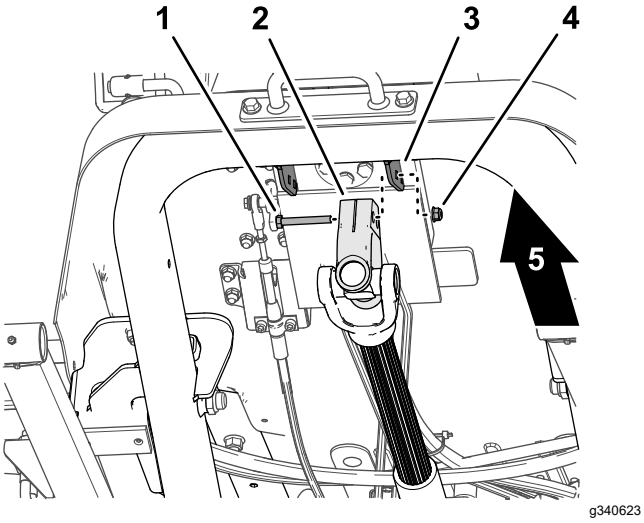

**Figuur 15**
1. Verwijder terwijl u de aandrijfas ondersteunt de tapbout en borgmoer waarmee het aandrijfasjuk is bevestigd aan de bevestigingsbeugel van de stuurklep (Figuur 15) en laat de aandrijfas voorzichtig zakken.